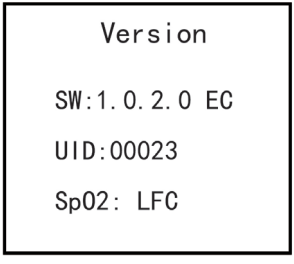

Figura 4.10H Información versión
- TEMP unit (Unidad TEMP): Para configurar la unidad de temperatura, "°C(Celsius)" y "°F(Fahrenheit)" como opción, el valor predeterminado es "°F", como se muestra en la figura 4.10H.